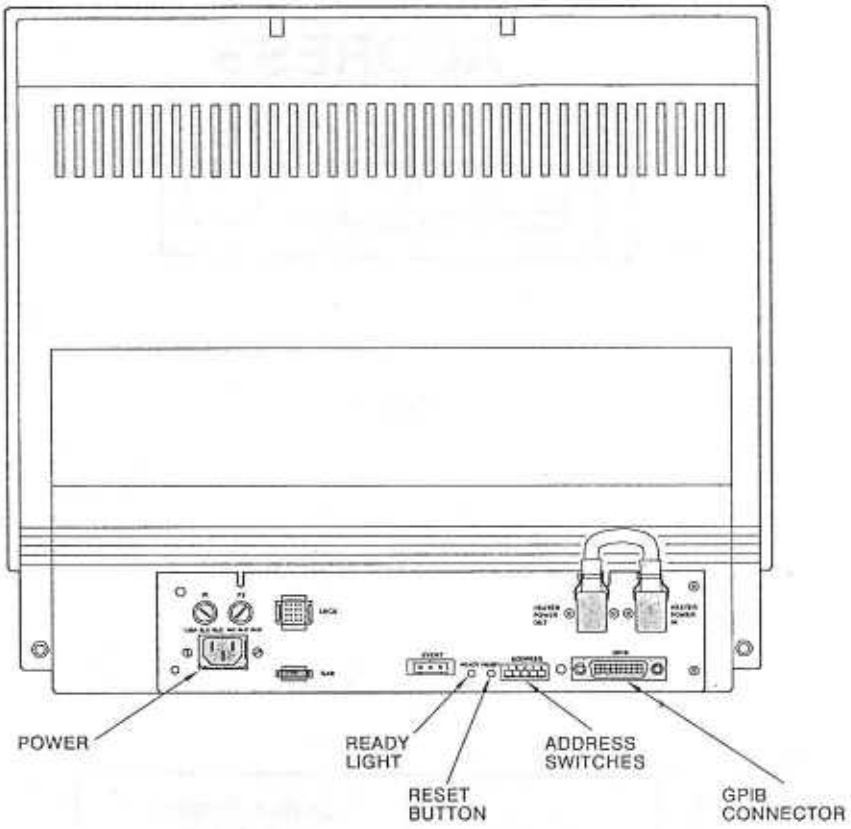

Bild 14
1. Schließen Sie das GPIB-Kabel am GPIB-Anschluß an der Rückseite des Moduls (s. Abb. 14) an.